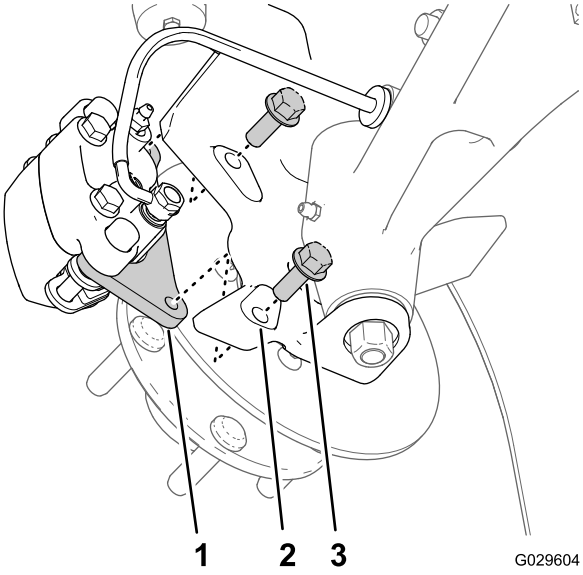
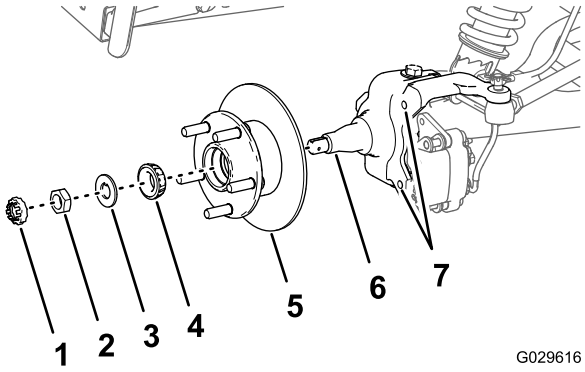

Figur 31
Figur 35
3. Fjern flangehovedboltene (3/8 x 1 tomme), der holder beslaget til bremsesamlingen fast på spindlen, og adskil bremsen fra spindlen (Figur 31).
1. Påfør et lille lag af det anførte smøremiddel på spindlen (Figur 35).
2. Monter nav og rotor på spindlen med rotoren indvendigt (Figur 35).
3. Monter det udvendige leje på spindlen og sæt lejet på plads i relation til den udvendige lejeløbering (Figur 35).
4. Monter tapskiven på spindlen (Figur 35).
5. Skru spindelmøtrikken på spindlen og stram møtrikken, mens navet roteres (Figur 35).
2. Ret bremseklodserne ind til hver side af rotoren (Figur 31), og hullerne i kaliberbeslaget til hullerne i bremsemonteringen på spindelrammen (Figur 35).
3. Monter kaliberbeslaget på spindelrammen (Figur 31) med to flangehovedbolte (3/8 x 1 tomme) og stram boltene med et moment på 47-54 N-cm.